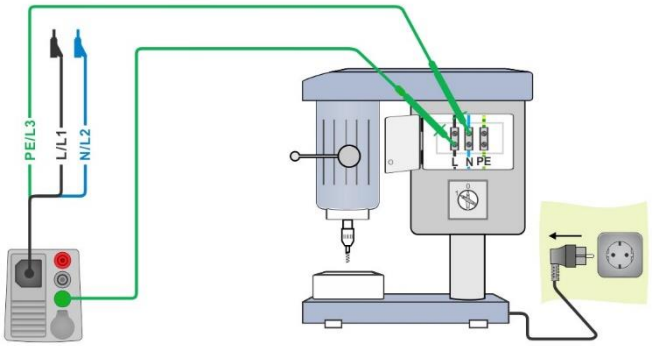

Figure 7.125: Discharging time measurement
- Connect 3-wire test lead to the instrument and on the DUT, see ***Figure 7.125***.
- Connect DUT to the mains supply and Switch it ON, see ***Figure 7.125***.